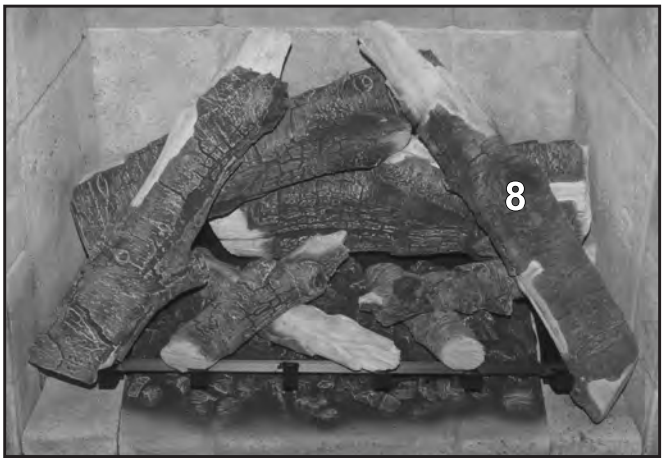

Figure 30: Log 8 in Place.
8. Situate Log 8 between the right grate finger, the right firebox liner and the grate cross bar (see Figure 30). On the back of the log near the top end is a ceramic pin, this pin sits into a groove on the top of Log 2.